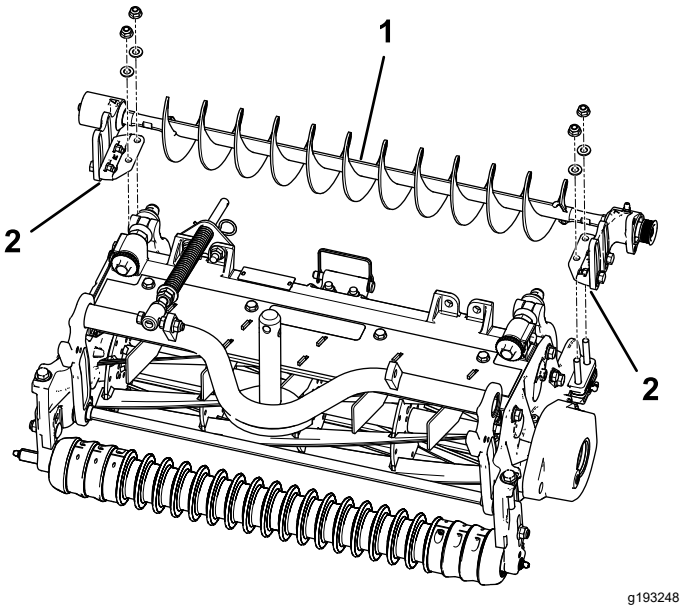

Figure 10
4. Placez les supports de montage de brosse de rouleau gauche et droite sur les boulons de supports (Figure 10).